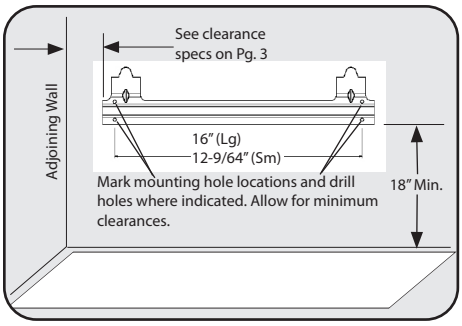

Figure 7
2. Mark screw locations on wall. See figure 7.
⚠**WARNING:** Maintain minimum clearances shown in Figure 7. If you can, provide greater clearances from the floor and joining wall.